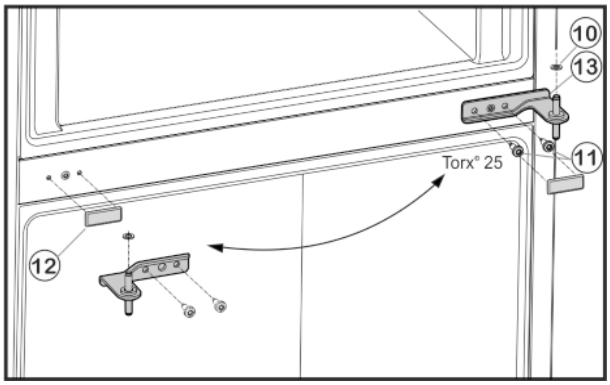

Fig. 6
▶ Unscrew the fastening screws *Fig. 6 (11)* (2 x Torx® 25) and pull the centre bearing block out of the lower door.
▶ Remove plastic washer *Fig. 6 (10)* .
▶ Remove the cover *Fig. 6 (12)* carefully.
▶ Re-install the cover *Fig. 6 (12)* on the opposite side.
▶ Insert the centre bearing block *Fig. 6 (13)* turned through 180° into the lower door and fasten firmly **(with 4 Nm)**to the new hinge side with the fastening screws(2 x Torx® 25).
▶ Refit plastic washer *Fig. 6 (10)*.